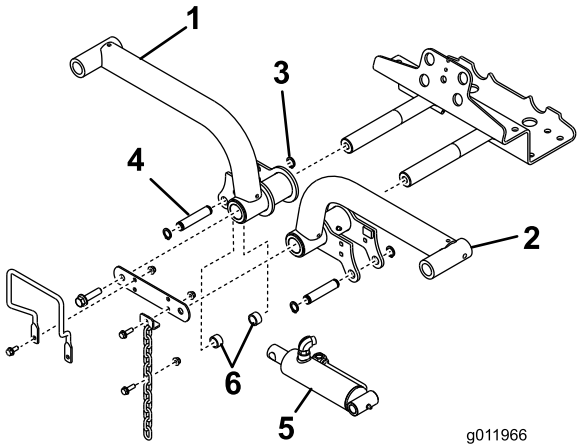

Rysunek 15
4. Należy założyć ramiona podnoszące na ich osie (Rysunek 15) i zabezpieczyć uprzednio zdemontowanym łącznikiem osi (przykręcamy łącznik uprzednio odkręconymi śrubami).
6. Kołkiem montażowym i 2 podkładkami należy połączyć prawy koniec siłownika z prawym ramieniem (Rysunek 15). Zabezpiecz połączenie pierścieniem sprężystym.